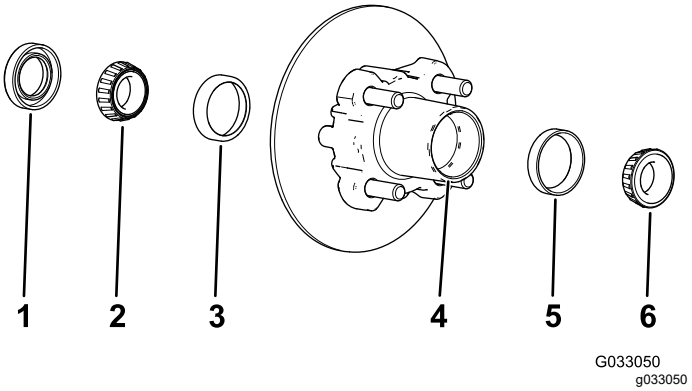

**Figur 26**
1. Fjern det udvendige leje og lejeløberingen fra navet (Figur 26).
2. Fjern forseglingen og det indvendige leje fra navet (Figur 26).
5. Rengør navets fordybning for alt smøremiddel, snavs og tilsmudsning (Figur 26).
7. Fyld navets fordybning 50 til 80 % med det anførte smøremiddel (Figur 26).
8. Monter det indvendige leje på lejeløberingen på den indvendige side af navet, og monter forseglingen (Figur 26).